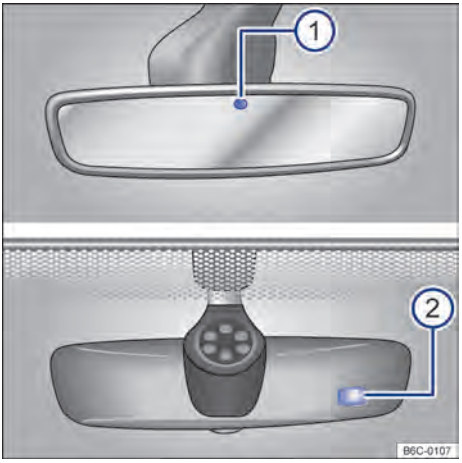

Fig. 80 No para-brisa: espelho retrovisor interno com antiofuscante automático.
Com a ignição ligada, os sensores medem a incidência da luz por trás → Fig. 80 ① e pela frente ②.